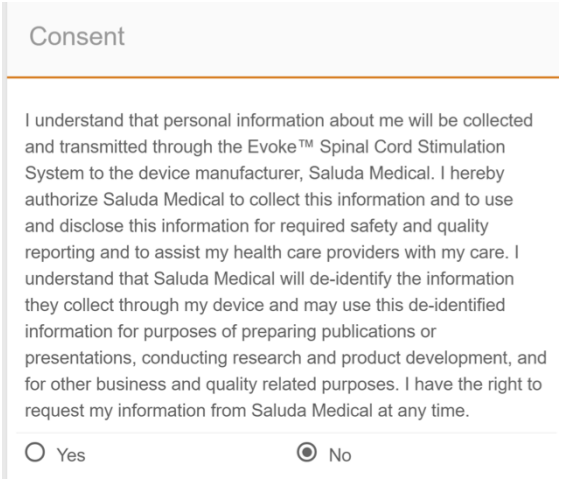

Figure 7.15: Example Consent question.
3. Read the consent language to the patient and record the answer on the survey page (Figure 7.15)